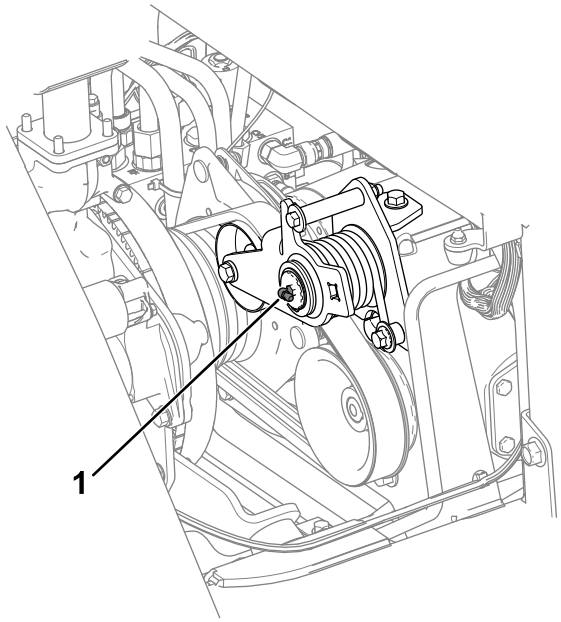

Figuur 44
- Arm van de spanpoelie (Figuur 44)